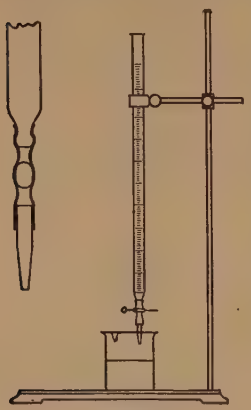

Fig. 4
a. Fit a burette (Fig. 4) with a short piece of rubber tubing and glass nozzle (see **5**). The withdrawal of liquid from the burette is regulated by a pinch clamp upon this rubber connection, or by placing a small piece of glass rod (with fire-polished edges) in the middle of the rubber tubing to choke the bore. In this latter case, pinching the tubing surrounding the glass rod will permit the liquid to flow at any desired rate from the nozzle.